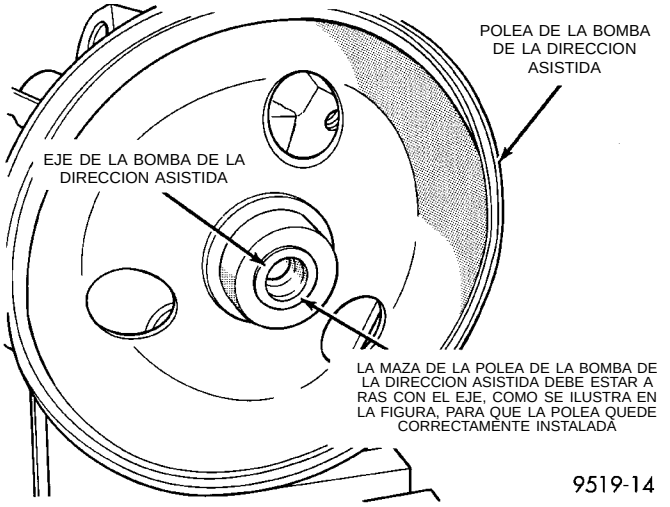

Fig. 38 Polea de bomba de la dirección asistida correctamente instalada
(2) Asegúrese de que la polea y la Herramienta especial permanezcan alineadas con el eje de la bomba. Empuje la polea en el eje de la bomba de la dirección asistida hasta que esté a ras con el extremo del eje (Fig. 38). **Cuando la polea esté a ras con el eje, no se podrá seguir girando la Herramienta.**
(3) Retire el Instalador, Herramienta especial